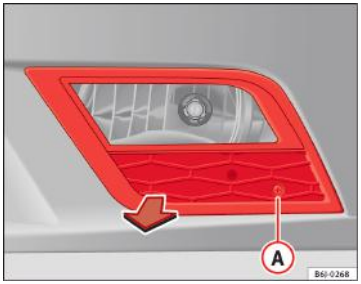

Fig. 166 Proiectoarele de ceață
– Cu o şurubelniță, scoateți bolțul ⇒fig. 166 Ⓐ de la grila proiectorului de ceață.